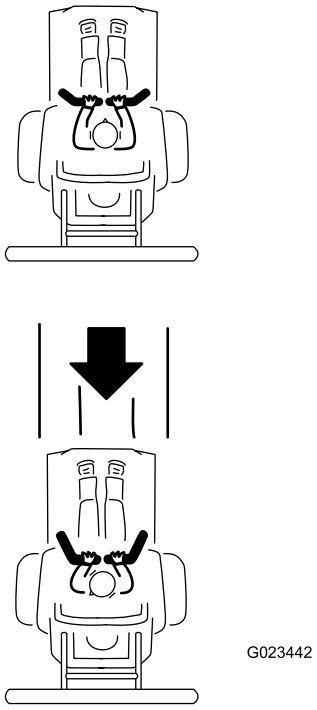

Figuur 26
3. Om achteruit te rijden, kijkt u achterom en trekt u de bedieningshendels langzaam naar achteren (Figuur 26).